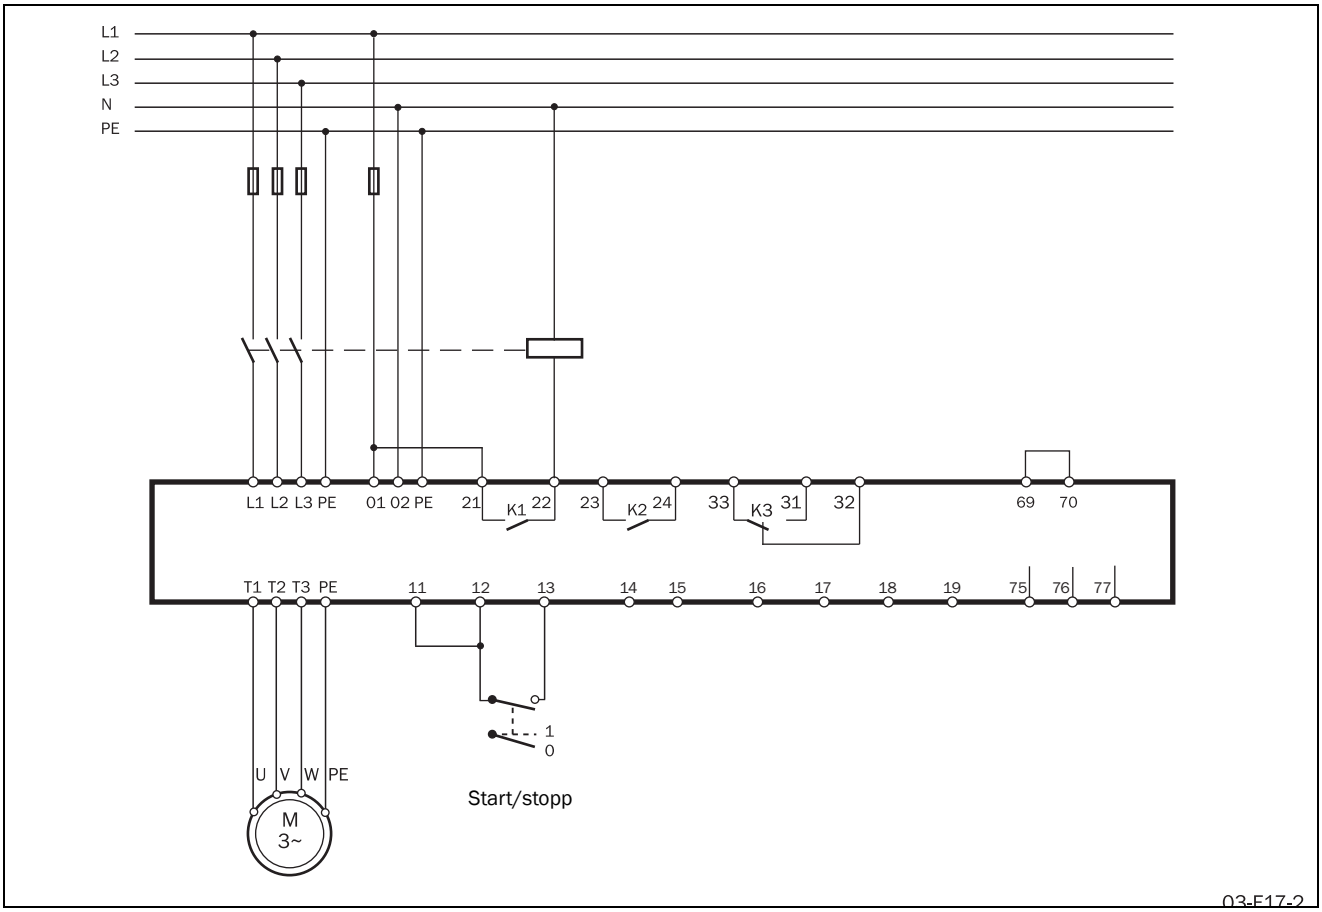

Figur 25 Standardkabeldragning.
- Anslut motorkretsen enligt Figur 25.